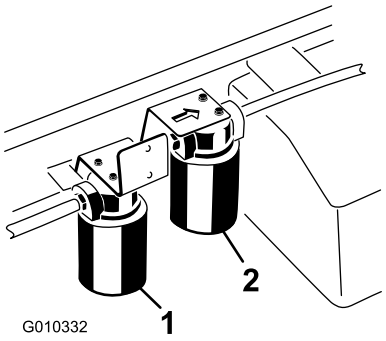

**Bild 69**
5. Stellen Sie eine Auffangwanne unter den Filter und entfernen den Filter (Bild 69).
4. Reinigen Sie den Anbaubereich des Hochflussfilters (Bild 69).